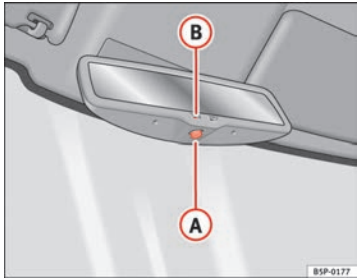

Fig. 63 Retrovisor interior con ajuste automático para posición antideslumbrante.
– Pulse la tecla (A) ⇒ fig. 63. El testigo de control (B) se apaga.
– Pulse la tecla (A) ⇒ fig. 63. El testigo de control se enciende.